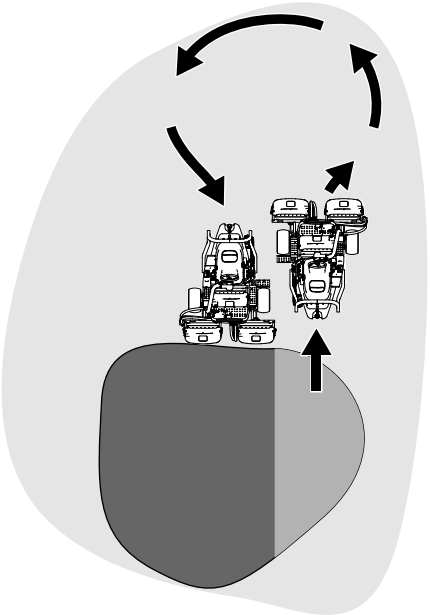

Figure 22
6. Pour réduire le temps de travail et faciliter l'alignement pour la passe suivante, tournez momentanément la machine dans la direction opposée, puis tournez-la vers la partie à tondre. Exécutez un demi-tour en « goutte d'eau » (Figure 22) pour aligner rapidement la machine pour la passe suivante.